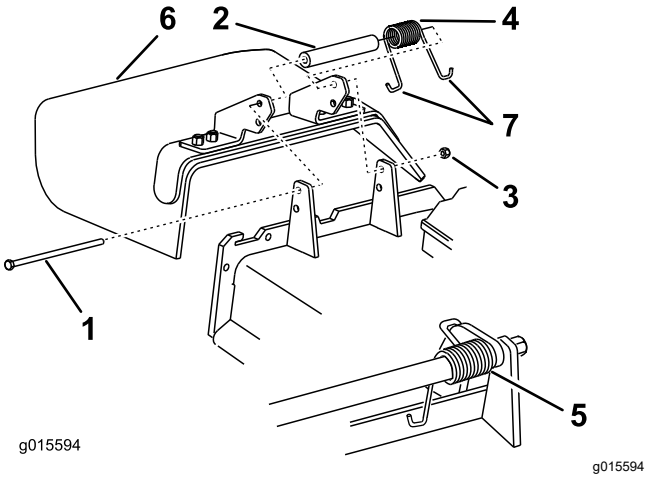

Figura 87
1. Retire la contratuerca, el perno, el muelle y el espaciador que sujetan el deflector a los soportes de pivote (Figura 87).
Nota: Asegúrese de colocar un extremo con gancho en **J** del muelle detrás del reborde de la carcasa antes de instalar el perno, según se muestra en Figura 87.
6. Coloque 1 extremo en **J** del muelle alrededor del deflector de hierba (Figura 87).